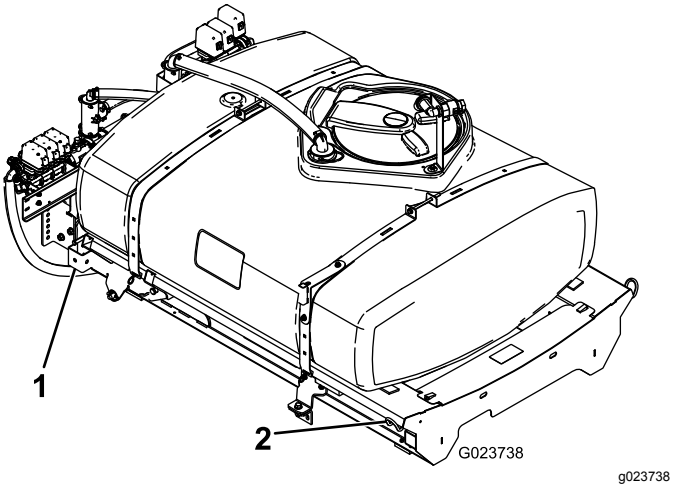

Figuur 8
1. Gebruik een hefinstallatie om het tankframe (Figuur 8) op te tillen en plaats deze op het frame van de machine met de pomp en de kleppen naar achteren gericht.